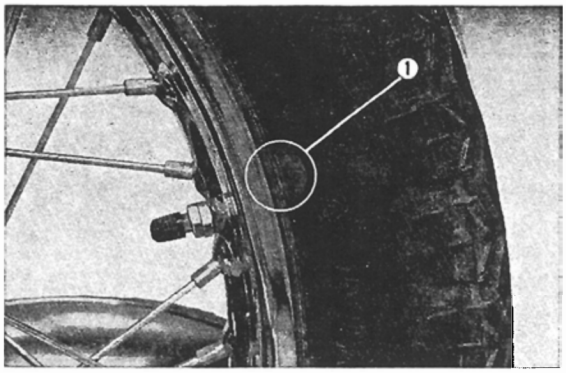

Fig. 4.88
① Balance mark
2. When the tire is replaced, the balance mark of the tire (yellow) and the tube stem valve must be matched **(Fig. 4.88)**. Rebalancing must be performed.